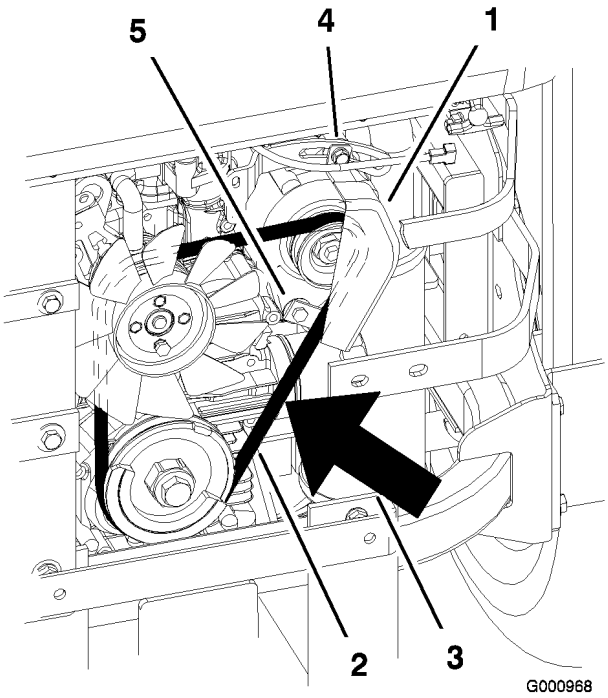

Figur 63
7. Løsne den nedre bolten og fjern den øvre bolten som fester generatoren og deksel (Figur 63).
9. Monter en ny rem rundt remskivene og generatoren (Figur 63).
14. Stram den nedre bolten og sett i den øvre bolten som fester generatoren og deksel (Figur 63).
2. Juster generatoren til utsiden inntil du kan trykke ned remmene med 7 til 9 mm mellom motoren og generatorens remskiver med 10 kgf styrke (Figur 63).
5. Hvis svikten er korrekt, strammer du øvre og nedre bolt (Figur 63):